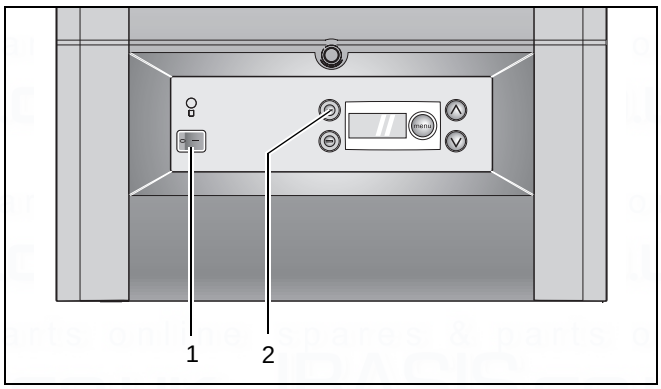

fig. 51 DBA front
- Take the boiler out of service by pressing the mains switch (fig. 51, item 1) to "**0**".
- Set the mains switch (fig. 51, item 1) to "**1**".
- Create a heat demand by pressing the service button "A" (fig. 51, item 2), until an open-end spanner "F" appears in the top left hand corner of the display.
- Turn mains power switch to "**0**" (fig. 51, item 1).
- Set the mains switch to "**1**" (fig. 51, item 1).
- Set mains power switch to "**0**" (see fig. 51, item 1).
- Turn the mains power switch to "**1**" (see fig. 51, item 1).
- Turn the mains power switch to "**0**" (see fig. 51, item 1).
- Set mains power switch to "**1**" (see fig. 51, item 1).
- Set the mains power switch to "**0**" (see fig. 51, item 1).
- Set the mains power switch to "**1**" (see fig. 51, item 1).